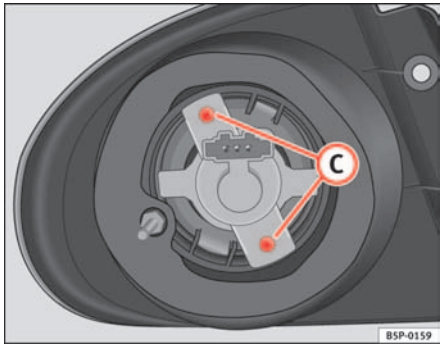

Fig. 183 Indicator lights
– Unscrew the bolts⇒ page 246, fig. 183 (C) from the lamp holder and pull on this.
– Unscrew the bolts⇒ fig. 183 (c) from the lamp holder and pull on this.